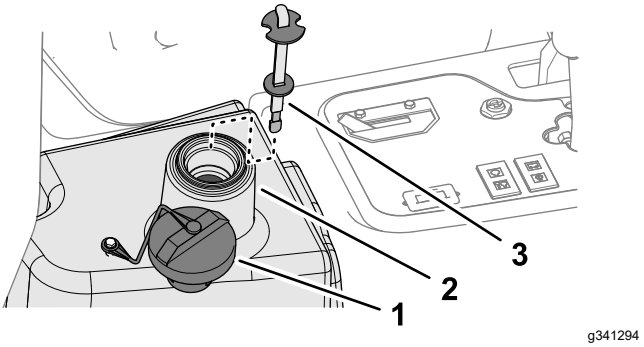

Rysunek 84
2. Oczyść okolice szyjki i korka wlewu oleju hydraulicznego do zbiornika (Rysunek 84), po czym odkręć korek.